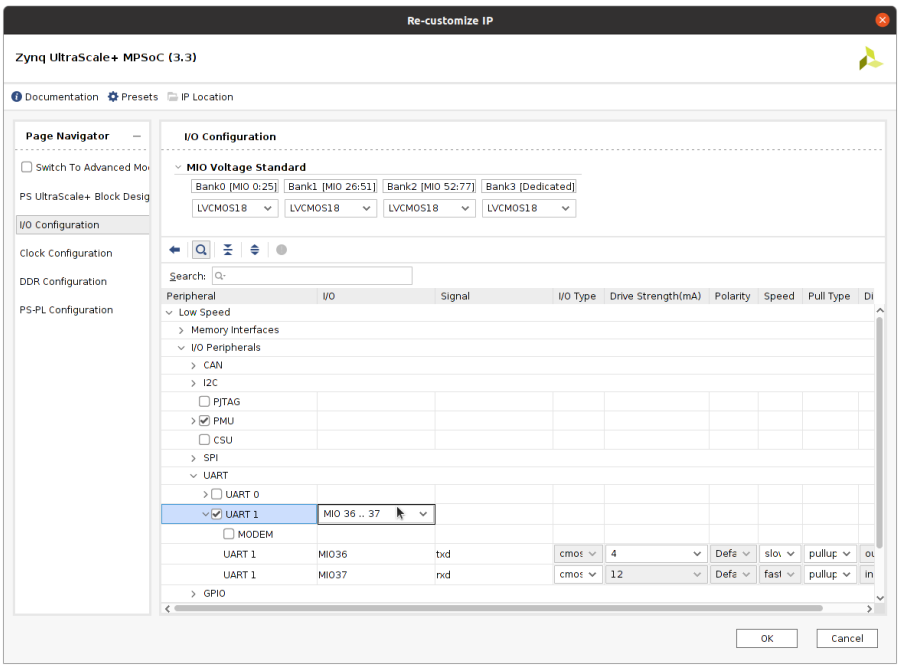

Figure 3: UART Configuration
7. Then check **UART1** box and choose **MIO 36..37** in the **I/O**. Refer figure 3. Then click **OK**. This enables the UART capability of the Processing System.